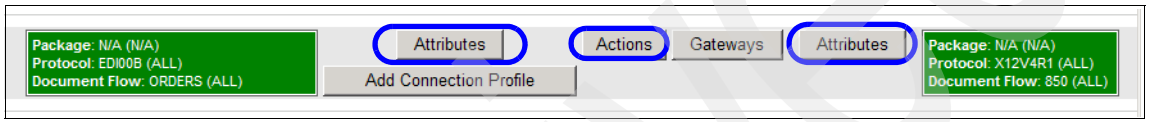

Figure 21-22 Configuring the second interaction
a. First click the Source side **Attributes** button highlighted in Figure 21-22.
c. Click the **Actions** button highlighted in Figure 21-22. Verify that the Transformation Map listed is **EDIFACT_X12_PO**. and that the Action is **EDI Validate and EDI Translate**. This connection defines translating the EDIFACT messages into EDIX12 transactions.
d. Click the target side **Attributes** button highlighted in Figure 21-22. This time we are configuring two parameters. Click the folder icon next to **Protocol: X12V4R1** to update them.